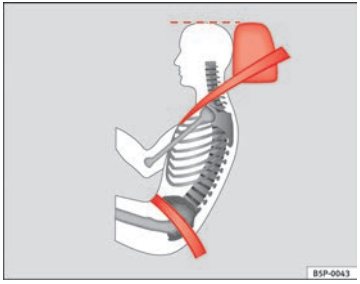

Fig. 14 Correct seat belt and head restraint positions, viewed from side
- **The lap part of the seat belt must lie across the pelvis, never across the stomach. The seat belt must lie flat and snugly on the pelvis ⇒ fig. 14. Pull the belt tight if necessary to take up any slack.**